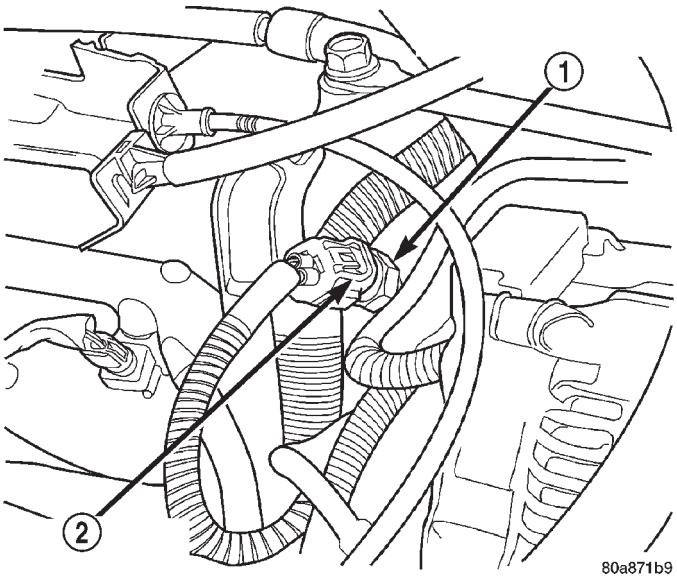

Fig. 5 Air Temperature
(9) Inspect fuel tube quick-connect fitting-to-fuel rail connections.
(10) Verify that hose connections to all ports of vacuum fittings on intake manifold are tight and not leaking.
(11) Inspect accelerator cable, transmission throttle cable (if equipped) and cruise control cable connections (if equipped). Check their connections to the throttle arm of throttle body for any binding or restrictions.
(12) If equipped with vacuum brake booster, verify that vacuum booster hose is firmly connected to fitting on intake manifold. Also check connection to brake vacuum booster.
(13) Inspect the air cleaner inlet and air cleaner element for dirt or restrictions.
(14) Inspect radiator grille area, radiator fins and air conditioning condenser for restrictions.
(15) Verify that the intake manifold air temperature sensor wire connector is firmly connected to harness connector (Fig. 5).